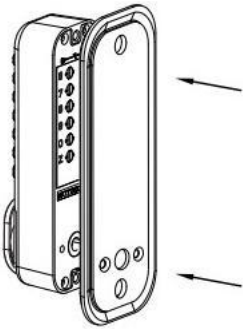

Abb. 7A
1) Bei der Montage von 35 bis 42 mm dicken Türen die Gummimatte einsetzen (siehe Abb. 7A).